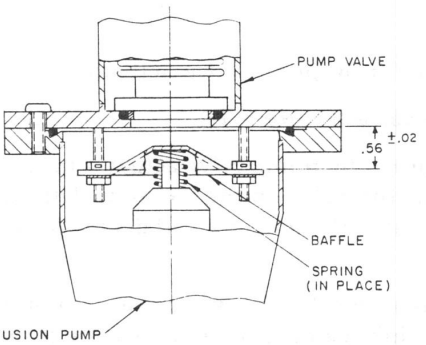

Figure 6-16. Correct Baffle Position
8. Wash the complete pump valve body assembly with methanol and dry thoroughly. If the nuts securing the baffle are disturbed, reposition them and tighten *securely* so that the baffle flange is 0.56 +0.02 inches (14.2 +0.5mm) from the underside of the pump valve flange (Figure 6-16).